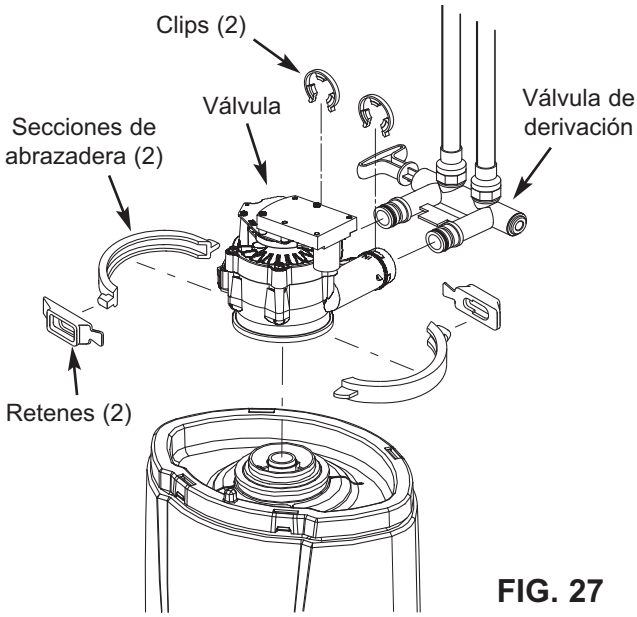

FIG. 27
6. Retire los retenes (2) y las secciones de la abrazadera (2) que sujetan la válvula al tanque (Vea la Fig. 27). Levante hacia arriba para separar la válvula.